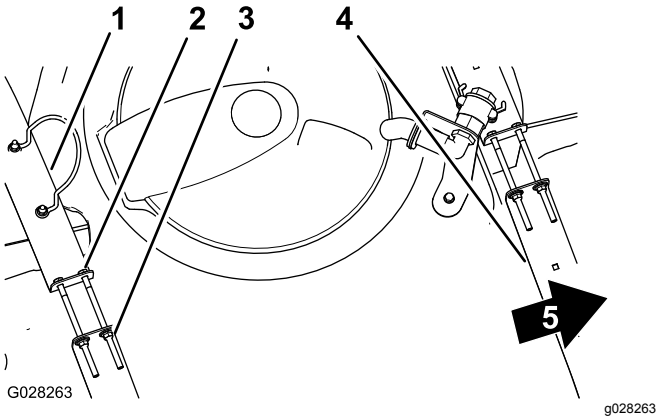

**Рисунок 18**
2. Убедитесь в отсутствии люфта между хомутами и баком (Рисунок 18).
3. Если хомуты вокруг бака ослаблены, затяните фланцевые контргайки и болты в верхней части хомутов заподлицо с поверхностью бака (Рисунок 18).